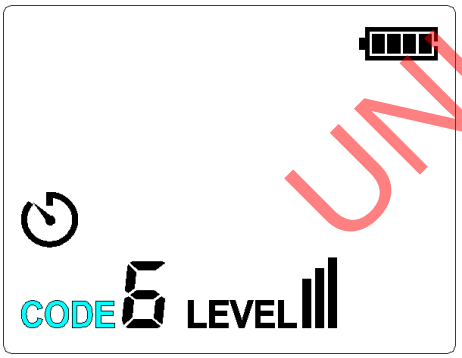

Figure 6.1.1b CODE Increasing
3. When the code symbol flashes, short press the Up/Down buttton to set the code to 0, 1, 2, 3, 4, 5, 6 or 7. The default code is 5. As shown in Figures 6.1.1b and 6.1.1c.